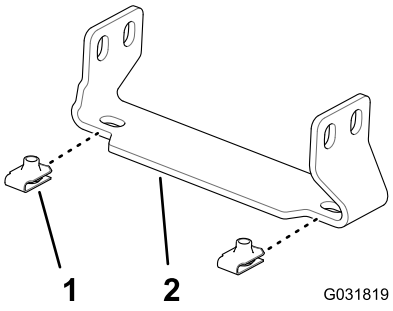

Figuur 150
1. Monteer de 4 clipmoeren (Toro onderdeelnummer 94-2413) op de 2 steunbeugels van de afdekking van de middelste spuitboom (Toro onderdeelnummer 131-3703-03); zie Figuur 150.